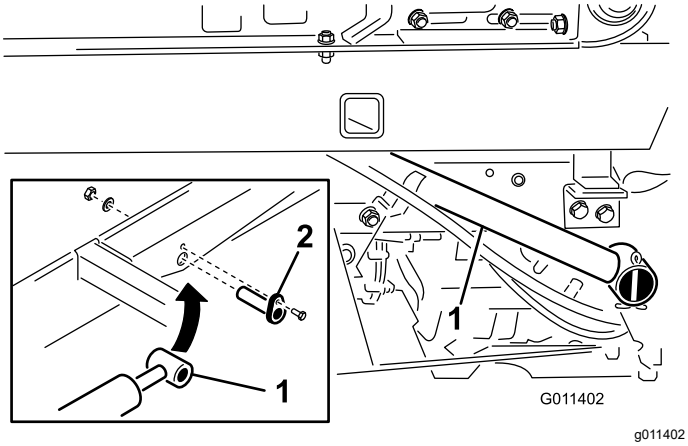

Figur 12
1. Fastgør hver af løftecylinderens stangender til topdresserens bund med en cylinderstift (Figur 12).
2. Fastgør hver cylinderstift til topdresserens bund med en maskinskrue (¼" x ¾"), en flad spændeskive og en møtrik (Figur 12).